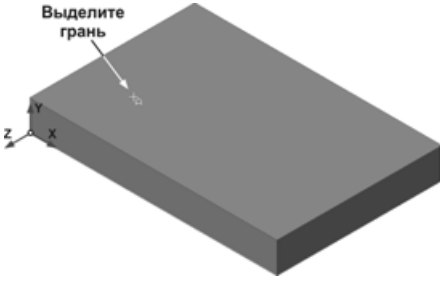

Рис. 2.51
- Выделите курсором верхнюю плоскую грань основания (рис. 2.51). При этом курсор изменит свою форму, а сама грань будет подсвечена.